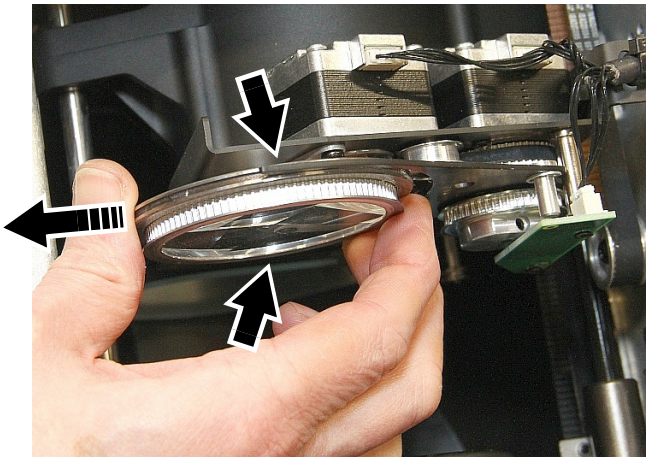

Figure 24 : Dépose du prisme
6. Voir Figure 24. Glissez le prisme hors des mâchoires (voir repère) qui le maintiennent. Stockez-le pour un usage ultérieur.